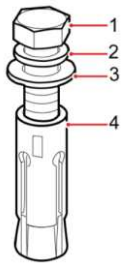

Figure 2-11 Expansion bolts
3) Use a hammer drill to drill holes in the mounting hole marks, and then install the 10 M10 expansion bolts into the holes. Figure 2-11 shows an expansion bolt.
The installation position of power module is shown in Figure 2-11. Please install the power modules from bottom to top to prevent inclination of the cabinet due to high center of gravity. The steps of installing power module are as follows (take the 10-slot cabinet as example):